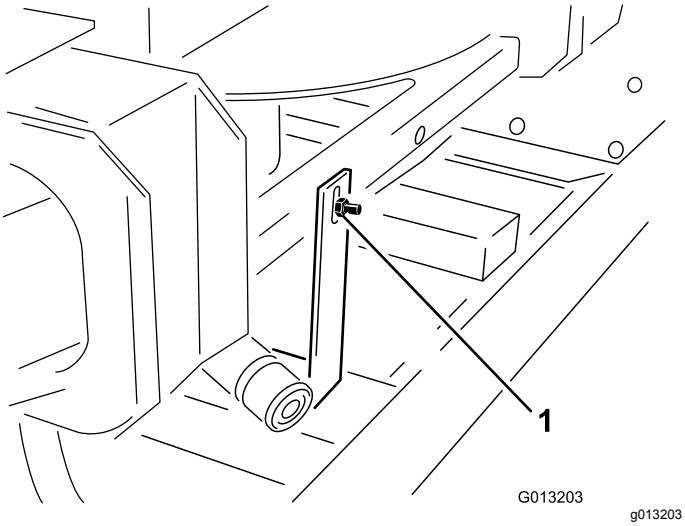

Figur 3
2. Bak på dobbeltspinneren fjerner du bolten og mutteren som fester maskinens løfteutstyrs transportbrakett til dobbeltspinneren (Figur 3).